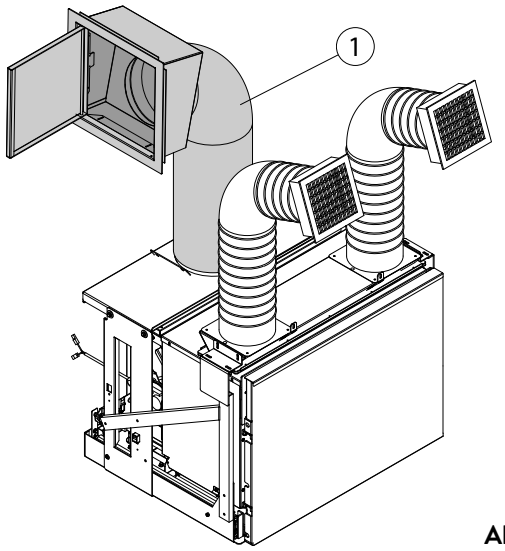

Abb. 6.4.1
A) Ladesystem mit Metallrohr und Beladetür „1“ (Abb. 6.4.1)